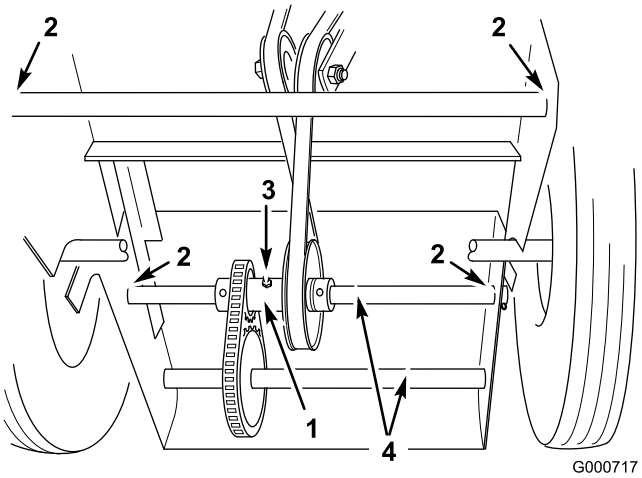

Figur 25
- Hvor forhjulets støtte drejer i motorhuset (Figur 25).
- Hvor baghjulsdrivakslerne drejer i motorhuset (Figur 25)
Smør den bageste styreremskive med universalfedt nr. 2 efter hver 25 timers drift eller hyppigere, når maskinen bruges i støvede eller sandede forhold (Figur 25). Pump fedt ind i niplen, indtil det begynder at løbe ud omkring lejerne.